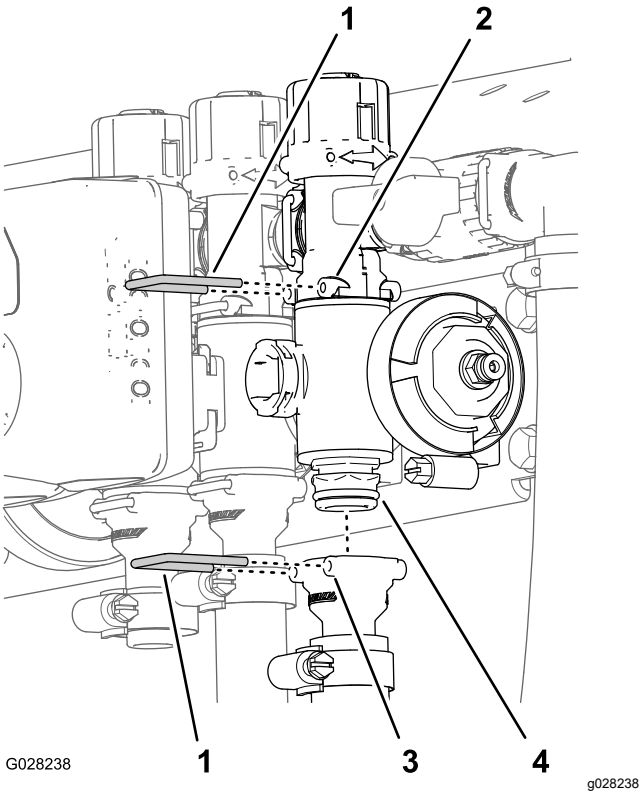

Figur 75
2. Afmonter de holdere, der fastgør udgangsstudsen til sektionsventilmanifolden og ventilmanifolden til omløbsfittingen (Figur 75).